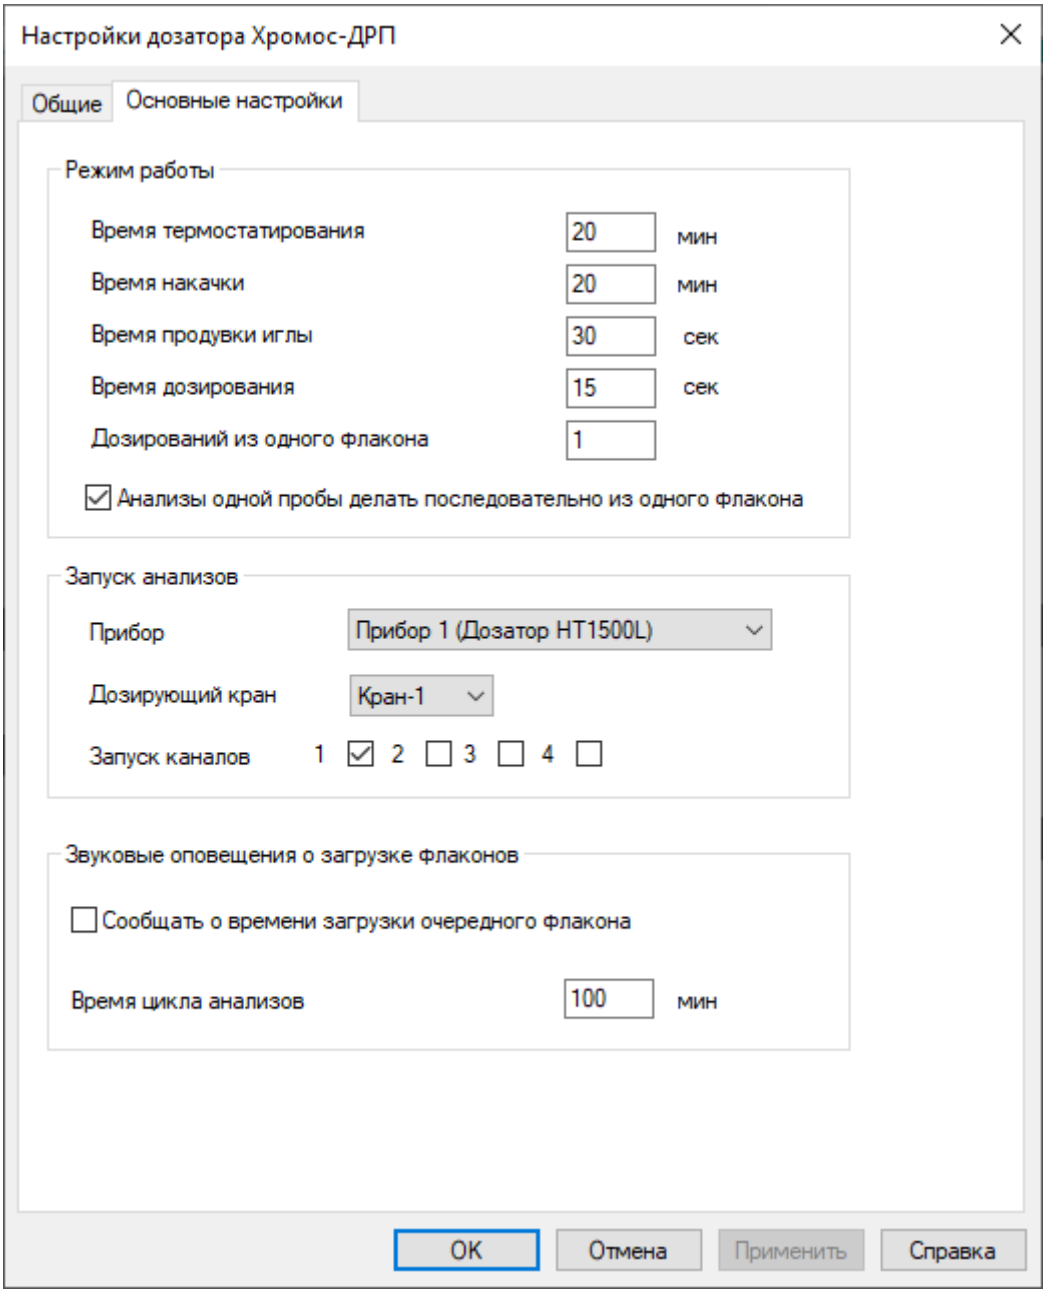

Рис. 81: Окно «Установки прибора ДРП-А > Основные настройки»
1. В окне *Установки прибора ДРП-А* перейдите на вкладку *Настройки* (Рис. 81).